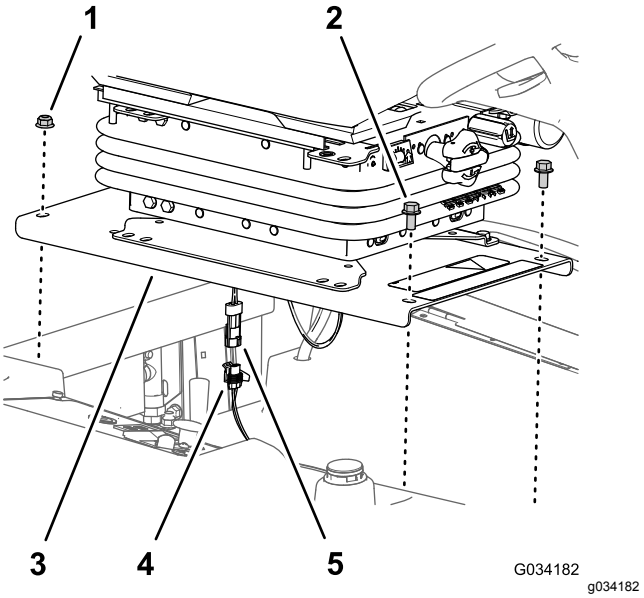

Figuur 33
1. Verwijder de 2 flenskopbouten (3/8 x 3/4") waarmee de voorkant van de stoelplaat aan het chassis van de machine is bevestigd (Figuur 33).
2. Verwijder de 2 flenskop-borgmoeren (⅜") waarmee de achterkant van de stoelplaat op het chassis van de machine gemonteerd is (Figuur 33).
4. Koppel de stekker met 2 pinnen van de kabelboom van de dodemansknop los van de connector met 2 contacten van de kabelboom van de machine (Figuur 33).
2. Koppel de stekker met 2 pinnen van de kabelboom van de dodemansknop aan op de connector met 2 contacten van de kabelboom van de machine; zie Figuur 33.
3. Lijn de achterste gaten in de stoelplaat (Figuur 33) uit met de 2 slotbouten (⅜" x 1") in het radiateurkanaal.
4. Monteer de stoelplaat (Figuur 33) op de slotbouten met de 2 flensborgmoeren (⅜") die u hebt verwijderd in stap 2 van De stoel en de stoelplaat verwijderen (bladz. 44).
5. Lijn de voorste gaten in de stoelplaat (Figuur 33) uit met de draad van de tankstangen.
6. Monteer de stoelplaat (Figuur 33) op de tankstangen met de 2 flenskopbouten (⅜" x ¾") die u hebt verwijderd in stap 1 van De stoel en de stoelplaat verwijderen (bladz. 44).